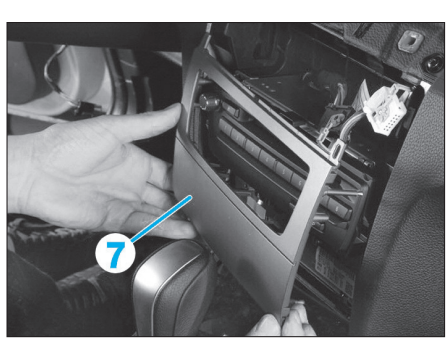

Fig. 34
• Dégrafer avec précaution l'enjoliveur (7) **(Fig.34)**.